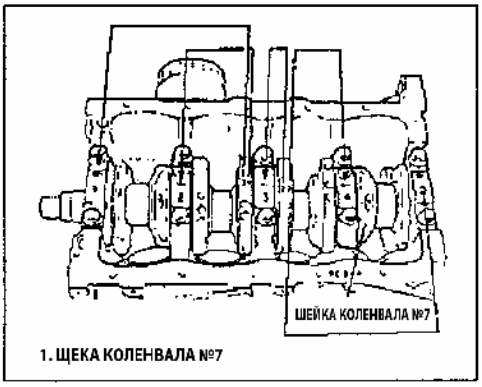

Рис. 159
1) Сначала проверьте диаметр шейки. Как показано на рисунке на щеке коленвала №7 есть 5 рельефных цифр (Рис. 159). Эти цифры обозначают диаметры шеек.